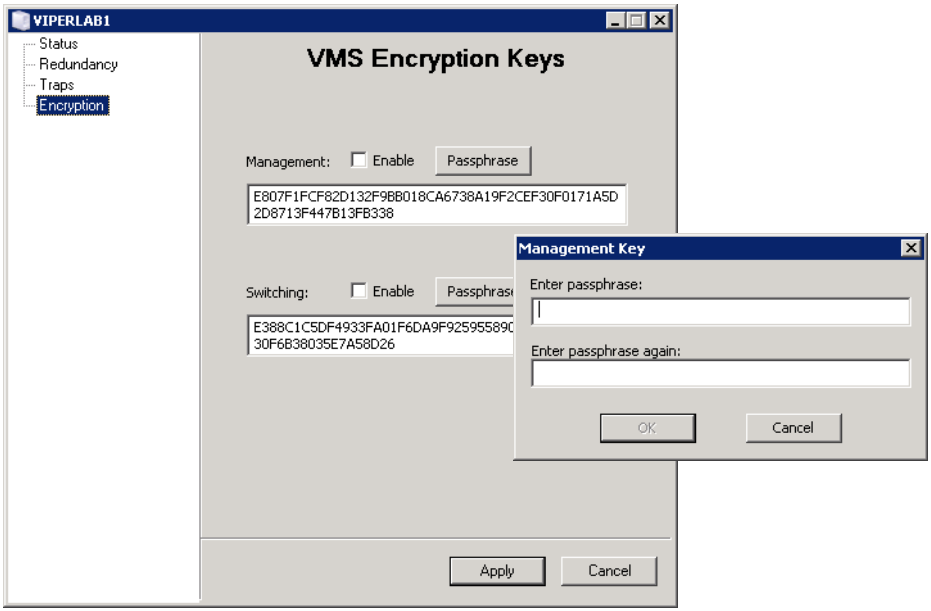

Figure 3-120 VMS Server Properties, General dialog
1. Open the Properties window for the VMS Server and select the **Encryption** dialog, as shown in figure 3-120.